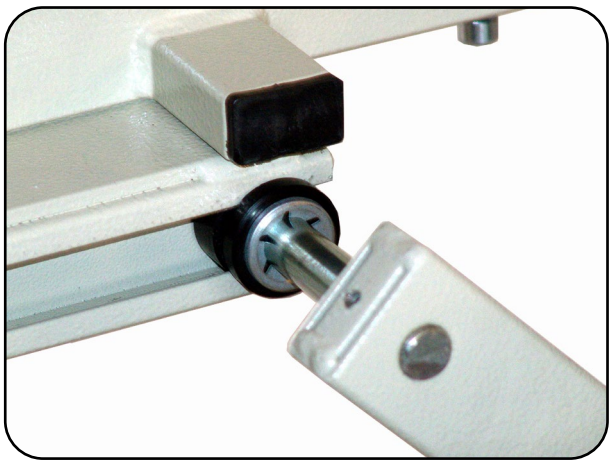

Abb. 6.1.06 – Gleitrolle in der C-Schiene
10. Schieben Sie die Fußauflage auf die Steckinnenrohre auf und fädeln Sie beim Zusammenschieben die Gleitrollen in die C-Schiene ein (Abb. 6.1.06).